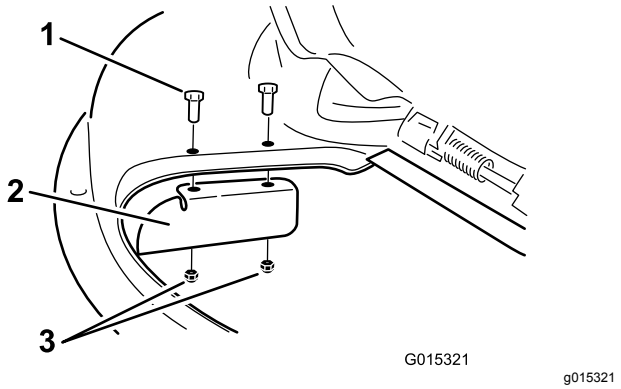

Figur 28
9. Montera kantskärmen på klippdäcket (Figur 28).
3. Ta bort kantskärmen från klippdäcket (Figur 28).